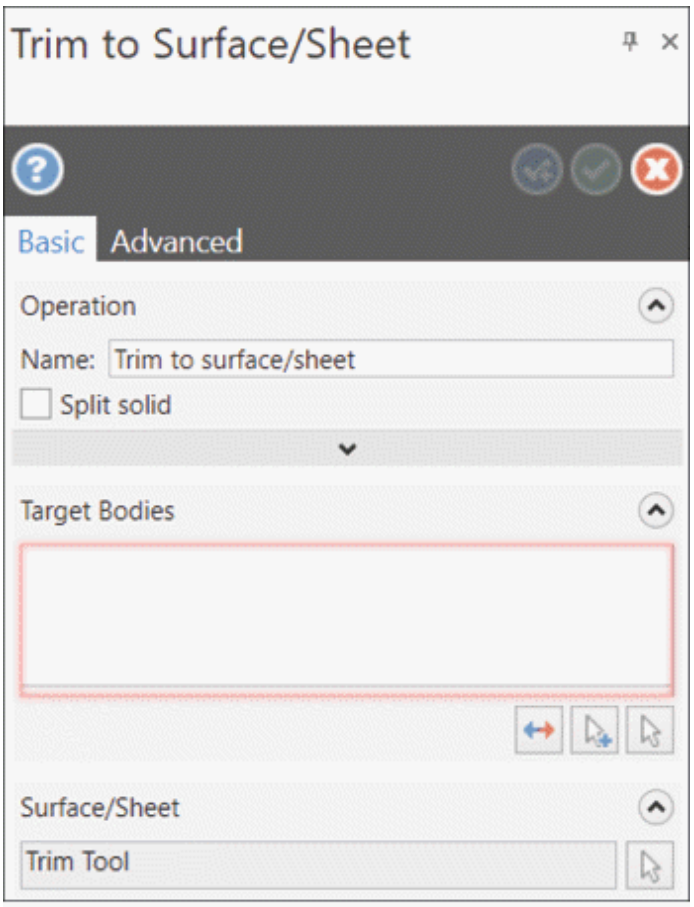

Figure-76. Trim to Surface/Sheet Manager
- Click on the **Trim to Surface/Sheet** tool from the **Trim to Plane** drop-down in the **Modify** group of **Solids** tab in the **Ribbon**. The **Trim to Surface/Sheet Manager** will be displayed; refer to Figure-76.